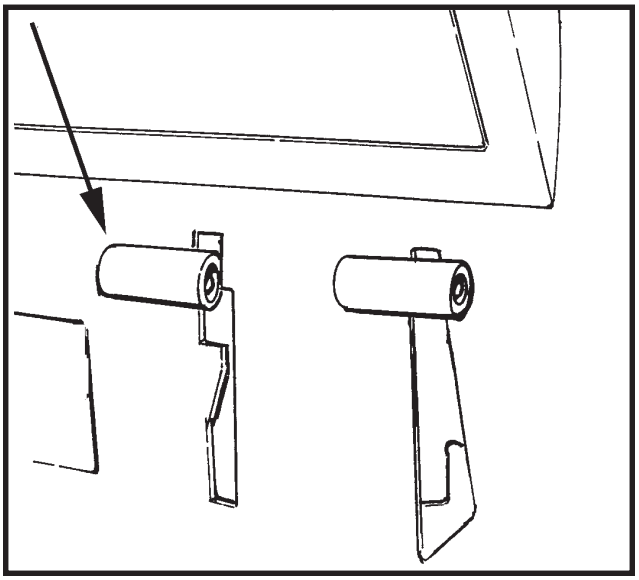

Abbildung 7
2. Um den Gummiwischer anzuheben, den Hebel des Gummiwischers nach oben führen. Siehe Abbildung 7.